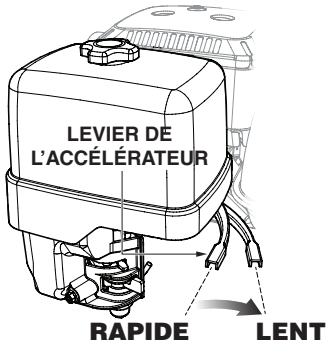

Figure 26. Levier de l'accélérateur (ralenti)
1. Placer le levier (Figure 26) d'accélération en position de ralenti et laisser le moteur tourner au ralenti pendant 3 à 5 minutes.